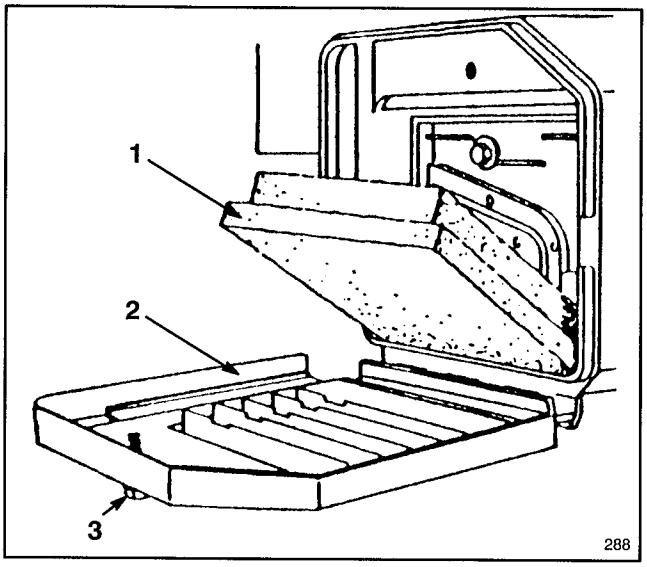

Figure 14
2. Rotate knob securing air cleaner cover to engine until cover can be removed. Clean cover thoroughly (Fig. 14).
3. If the foam element is dirty, remove it from air cleaner body (Fig. 14). Clean thoroughly.